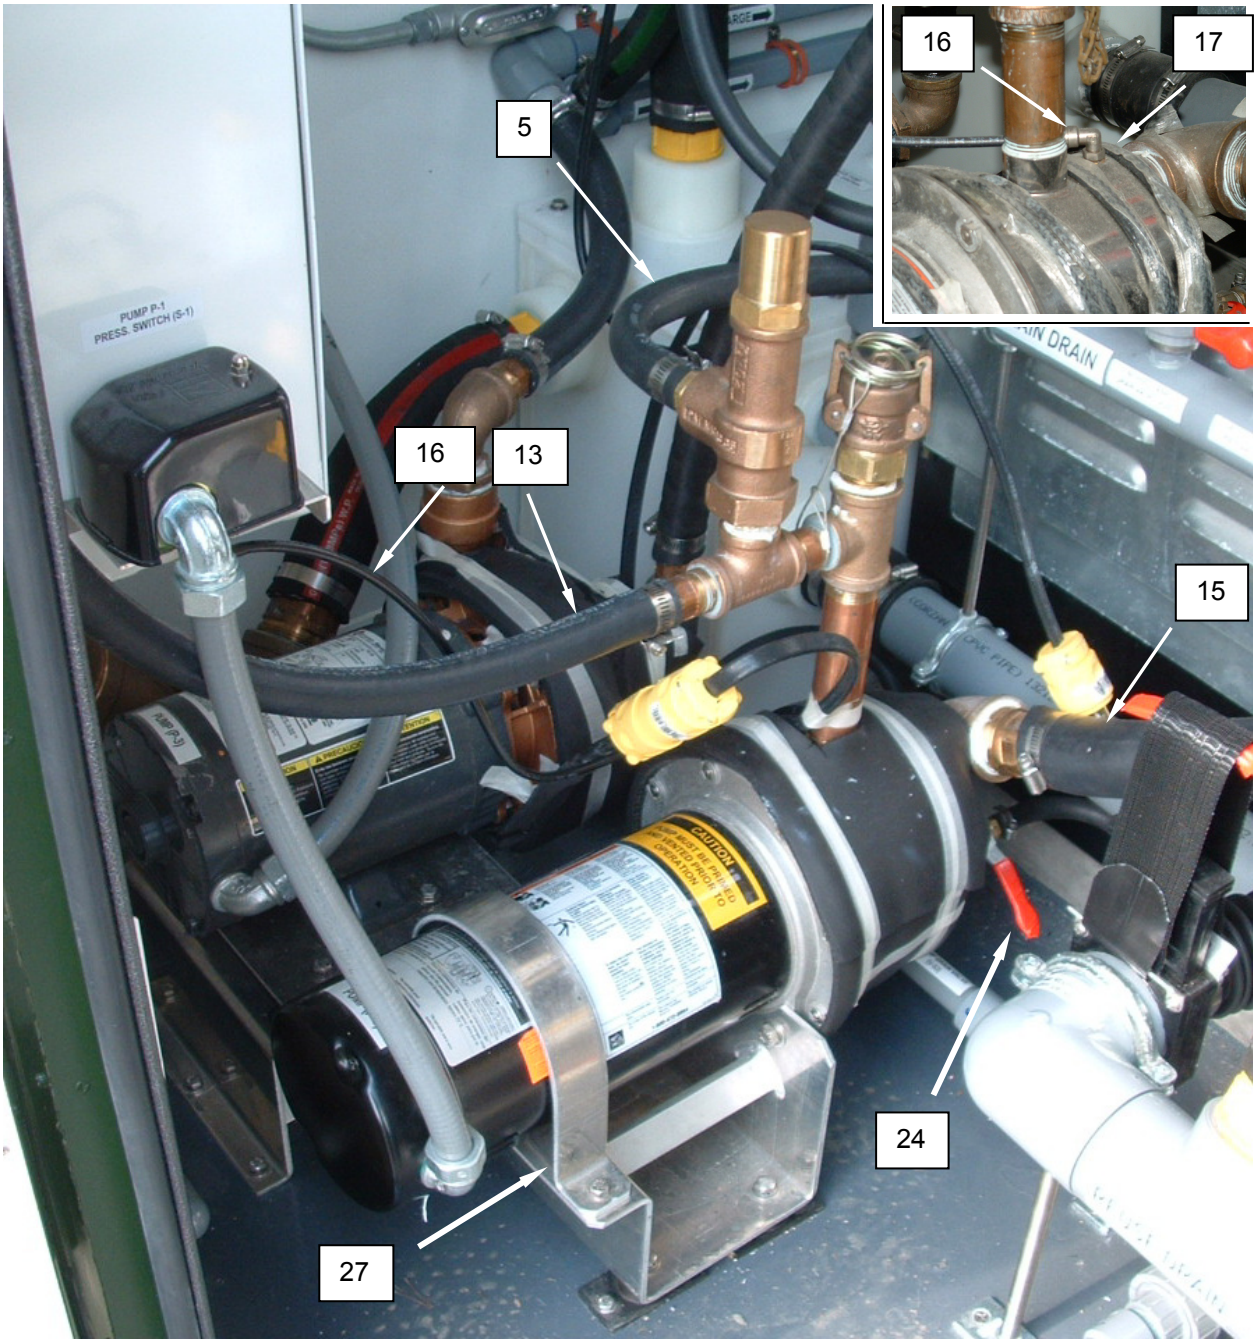

Figure 15. Replace the Pump Motor.
20. Install the pressure switch tubing **(Figure 15, Item 16)** onto the pump casing **(Figure 15, Item 17)** and retain with compression nut.
21. Install the pump suction hose **(Figure 15, Item 15)** onto the hose barb and retain with hose clamp.
22. Install the pressure relief valve hose **(Figure 15, Item 5)** and retain with hose clamp.
23. Install the discharge hose **(Figure 15, Item 13)** and retain with hose clamp.
24. Install the motor mounting strap **(Figure 15, Item 27)** and retain with screw and nuts.
26. Close pump drain valve **(Figure 15, Item 24)**. Operate IAW procedures given in TM 10-3510-226-10 and monitor for normal operation.